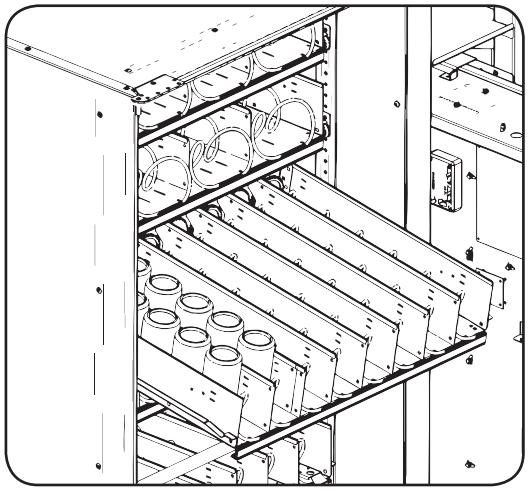

Figure 9 - Shelves loading
- pull the shelf latch, located on the left, following which pull out the shelf up to the stop by firmly holding the shelf by its lower part. To facilitate loading the upper shelves are inclined when pulled out (fig. 9);